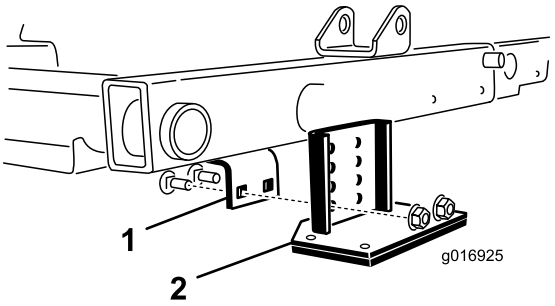

Figuur 30
2. Er bevindt zich een framebeugel boven het middelste maaidek (Figuur 30).
3. Duw de voorste rol van het middelste maaidek omlaag en kijk welke openingen op de tipperbeugel zijn uitgelijnd met de openingen op de framebeugel om hetzelfde contact van de rol te behouden nadat de tipperbeugel is gemonteerd (Figuur 30).
4. Breng de maaidekken omlaag en monteer de tipperbeugel aan het frame met de twee slotbouten en moeren die met de set zijn meegeleverd (Figuur 30).